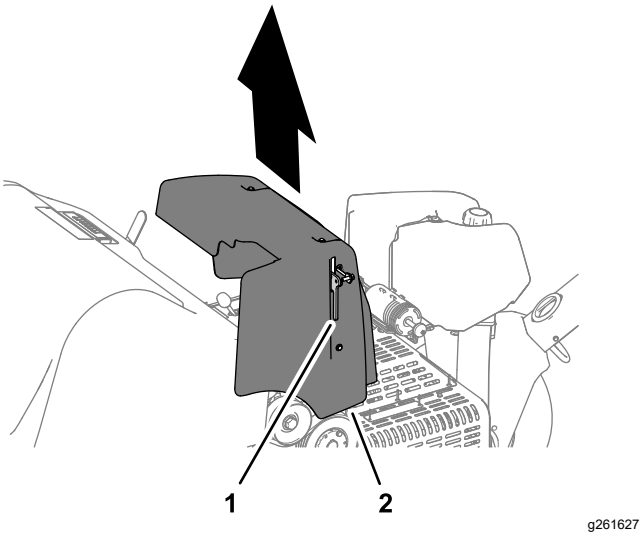

Figur 31
2. Løft motorhjelmens låsegreb, og løft motorhjelmen af maskinen (Figur 31).